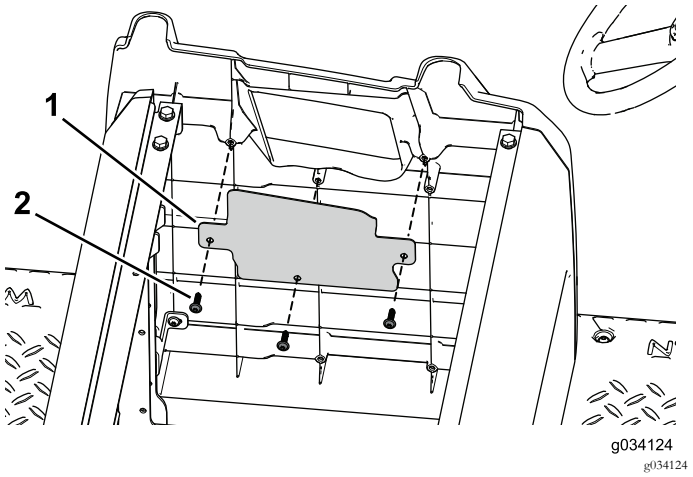

Рисунок 95
6. С помощью трех самонарезающих винтов зафиксируйте крышку отверстия на боковой пластине (Рисунок 95).